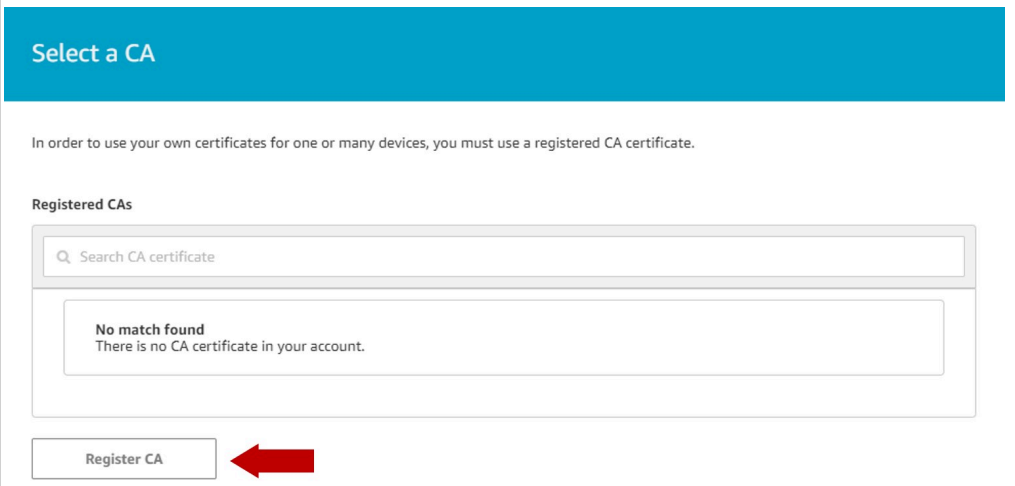

Figure 66. Register a CA certificate
3. Click ***Register CA button*** as shown in Figure 66: